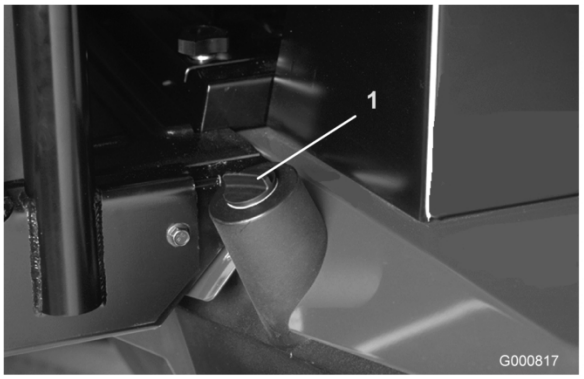

Figur 22
2. Rengør området omkring påfyldningsstudsen og hydrauliktankens dæksel (Figur 22). Fjern dækslet fra påfyldningsstudsen.